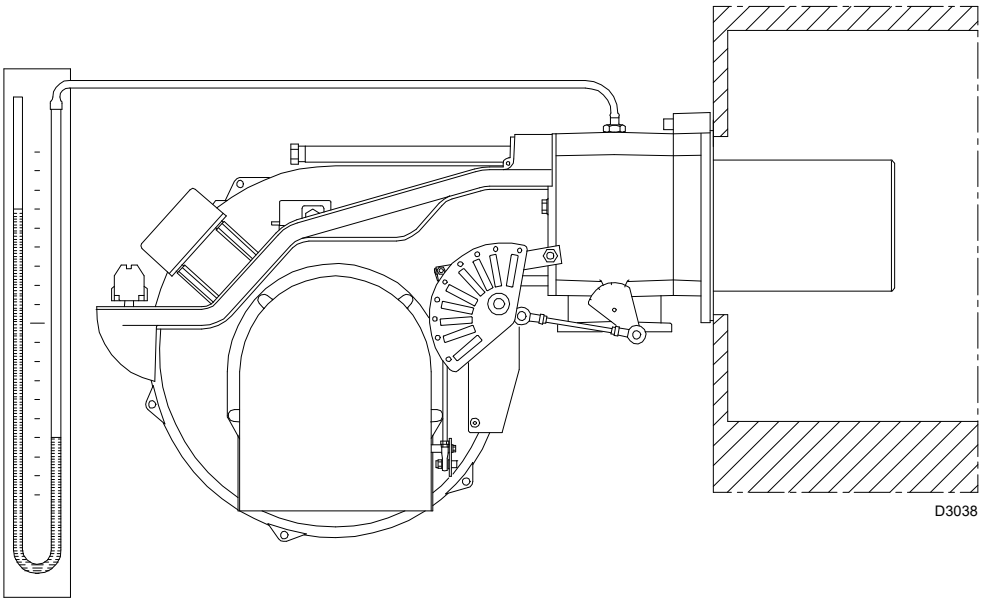

рис. 27
- Установите U-образный манометр (рис. 27) на точку измерения давления газа на рукаве.